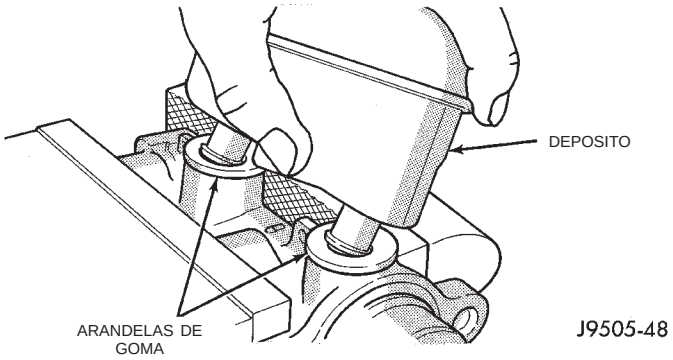

Fig. 42 Desmontaje del depósito
(5) Retire el depósito balanceándolo hacia un lado y el otro hasta liberarlo de las arandelas de goma (Fig. 42).